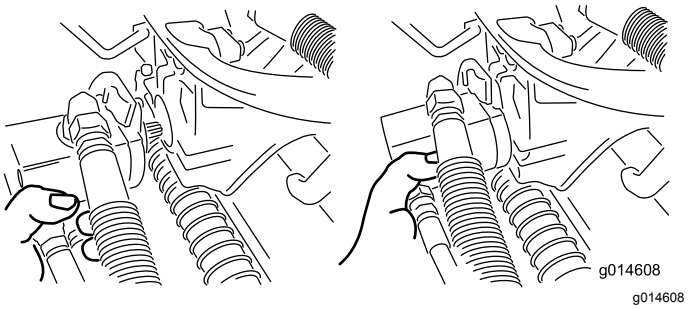

Rysunek 36
3. Umieść silnik w magazynku znajdującym się z przodu ramienia podwieszonego (Rysunek 36).